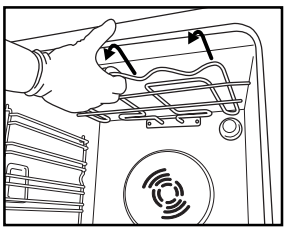
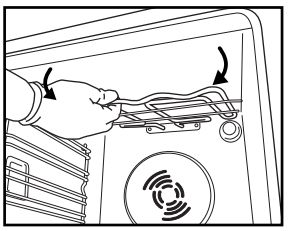

Rys. 4
Rys. 5
2. Lekko wysunąć grzałkę (Rys. 4) i ją obniżyć (Rys. 5).